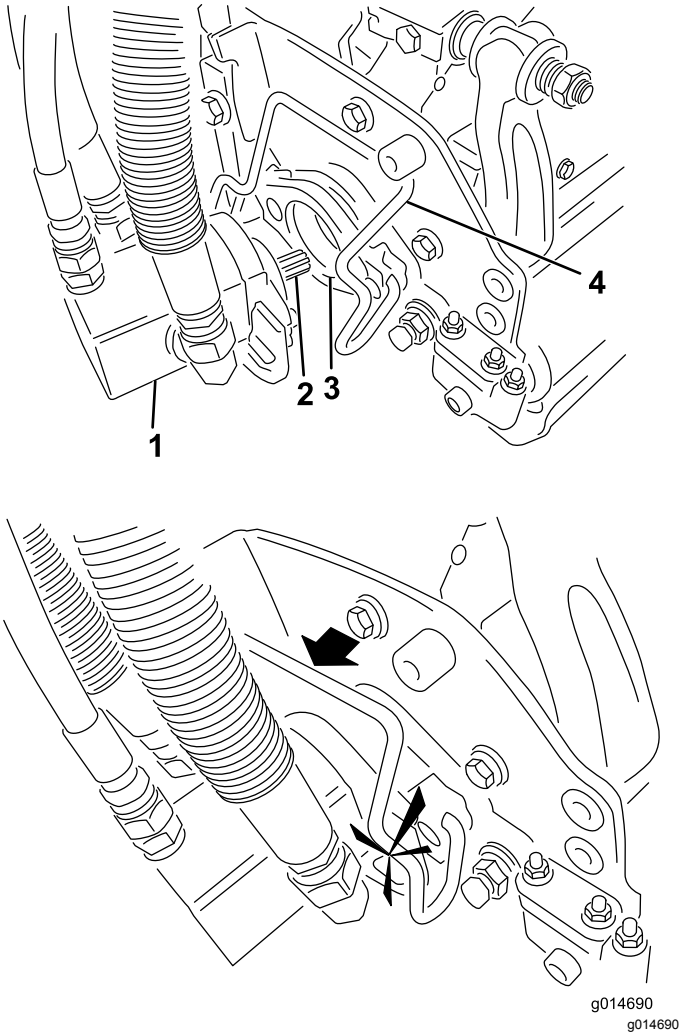

Figura 47
5. Revista o veio estriado do motor da unidade de corte com massa lubrificante limpa (Figura 47).
6. Insira o motor no lado esquerdo da unidade de corte (visto da posição do operador) e empurre a barra de retenção do motor na unidade de corte na direção do motor até ouvir um “clique” de ambos os lados do motor (Figura 47).